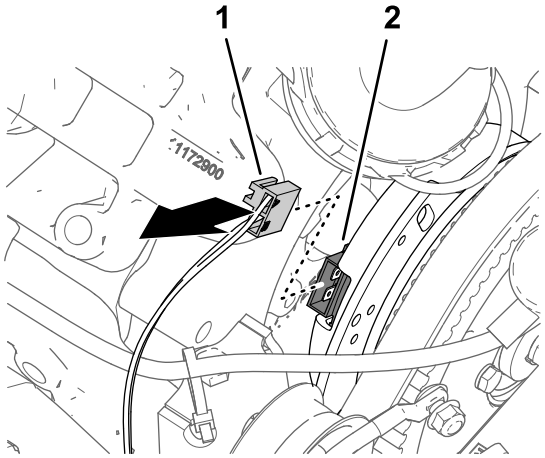

Figur 168
1. Frakobl stikket med 2 sokler på maskinens ledningsnet med angivelsen SPRØJTEPUMPENS SPOLE fra generatorens stik med 2 ben (Figur 168).